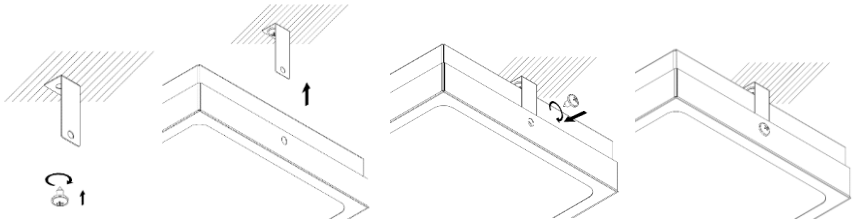

Рисунок 5.
5.5.1. При помощи тонкой отвертки либо другого подходящего подручного инструмента аккуратно извлеките три пластиковые заклепки из съемной боковой крышки. Снимите крышку и извлеките рассеиватель (Рисунок 5, а).